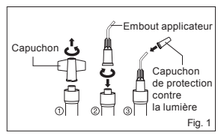

Fig. 1
1. Tenez la seringue verticalement et retirez le capuchon en tournant dans le sens inverse des aiguilles d'une montre (Fig. 1).